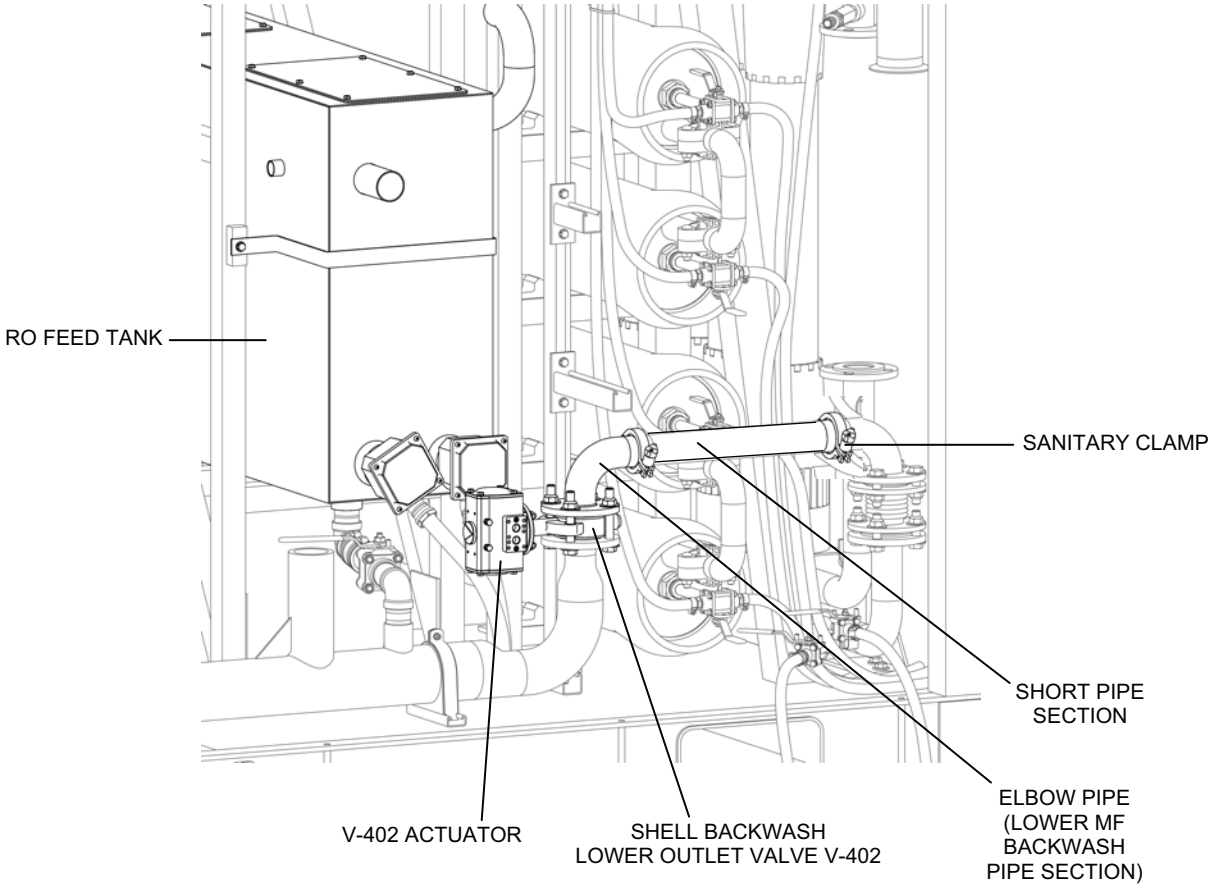

Figure 5. Lower MF Backwash Pipe Section Removal.
5. Remove the lower MF backwash pipe section as follows (see Figure 5):
5. Install the lower MF backwash pipe section at the right end of the tank as follows (see Figure 5):